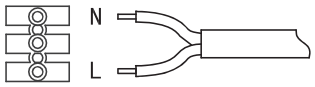

Рис. 1
3. Присоедините подготовленные концы проводов к проводам светильника, обозначенных L красный, N черный, способом, допустимым «Правилами устройства электроустановок». Для обеспечения высокой степени защиты (IP) требуется применение пылевлагозащищенных колодок или коннекторов (Рис. 1).
Для забезпечення високого ступеня захисту (IP) потрібне застосування пиловологозахищених колодок або конекторів (Рис. 1).